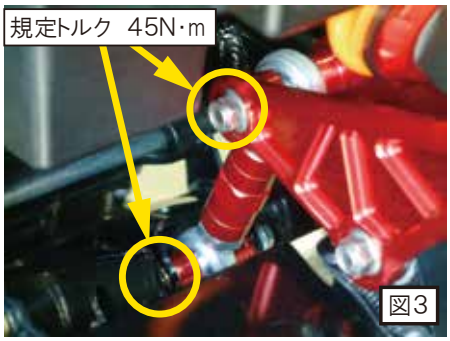

図3
5. リアサスリンクロッドを車体に純正ボルト･純正ナットで取り付け規定トルク45N･mで締めます。(図3)